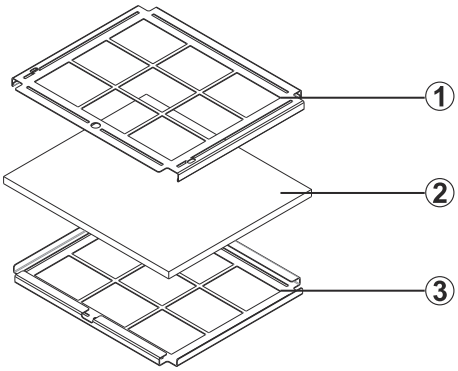

Abb. 46: Aktivkohlefilter- Pad mit Gitterabdeckung
3. Schrauben Sie das Aktivkohlefilter- Pad mit der Befestigungsrahmen (1-3) am Gerät mit der beiliegende Rändelschrauben fest. (1) Grundrahmen, (2) Aktivkohlefilter- Pad, (3) Oberes Gitter. (Abb. 46/1) Das Aktivkohlefilter- Pad ist fertig montiert.